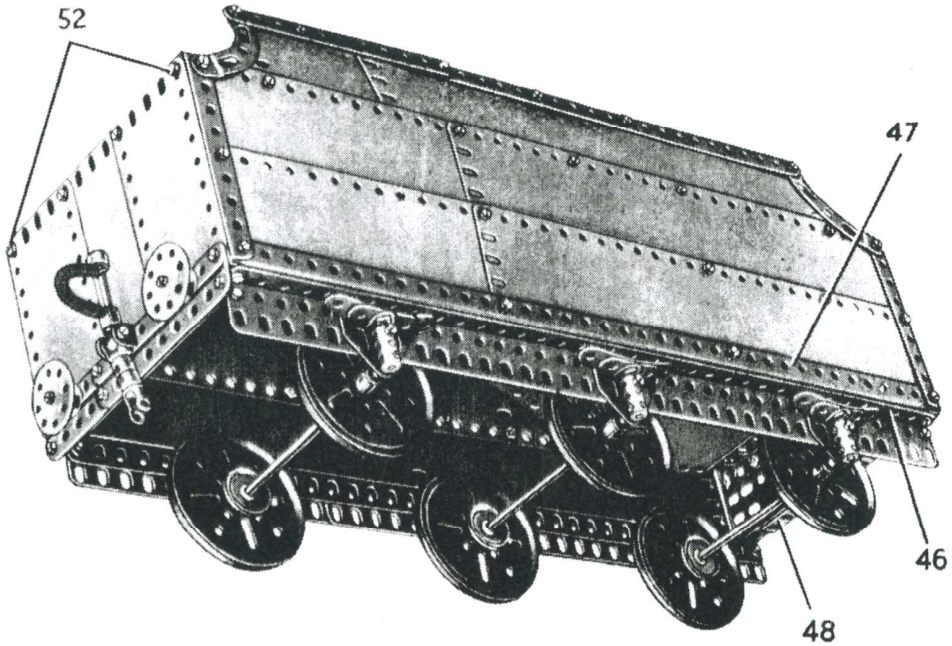

FIG. 9 *Une autre vue du tender*
Chacun des côtés du chassis du tender se construit en boulonnant une poutrelle plate de 25 trous, et une de 19 trous sur une cornière de 37 trous (46) (Fig. 9). Une autre cornière de 37 trous (47) est fixée sur la cornière (46), et les côtés sont réunis à chaque extrémité par des poutrelles (48) faites chacune d'une cornière de 11 trous et d'une de 5 trous qui se recouvrent sur 3 trous. Les roues tournent entre des clavettes et des poulies de 25 mm. sur des tringles de 16,5 cm., qui passent dans les embases triangulées plates et dans des accouplements fixés sur les embases triangulées plates par des boulons de 19 mm. Au dessus de chaque accouplement, le ressort à lame est formé par une bande de 5 trous et par une bande de 3 trous soutenues par une équerre.
La paire avant de cornières de 9 trous est réunie par une poutrelle (50) faite d'une cornière de 11 trous et d'une de 5 trous. Une plaque flexible de 14 × 4 cm. est fixée entre cette pièce et la poutrelle (48). Une autre poutrelle (51) faite de la même façon que la poutrelle (50) est fixée comme le montre la figure, et trois plaques bandes de 25 trous sont boulonnées sur ces poutrelles. Les plaques bandes sont cintrées comme le montre la figure et sont fixées sur les cornières (49). Chaque plaque bande est prolongée par deux plaques flexibles de 11,5 × 6 cm. Ces pièces sont soutenues à leurs extrémités arrière par une poutrelle tenue par des boulons (52) (Fig. 9) constituée par une cornière de 11 trous et par une de 3 trous. Une joue de chaudière est fixée sur cette poutrelle par une équerre.